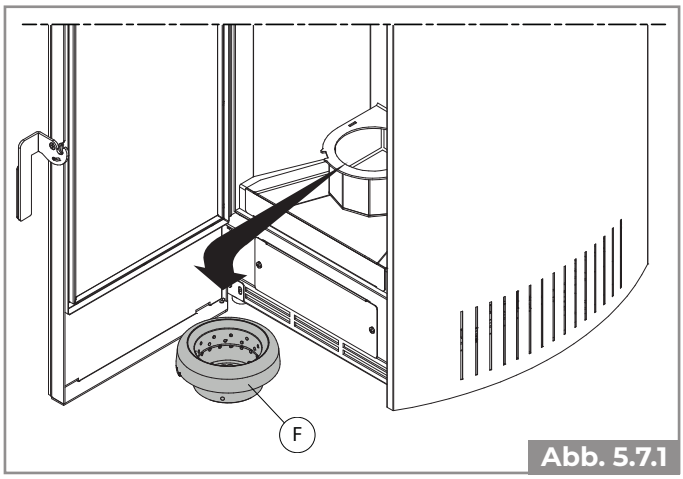
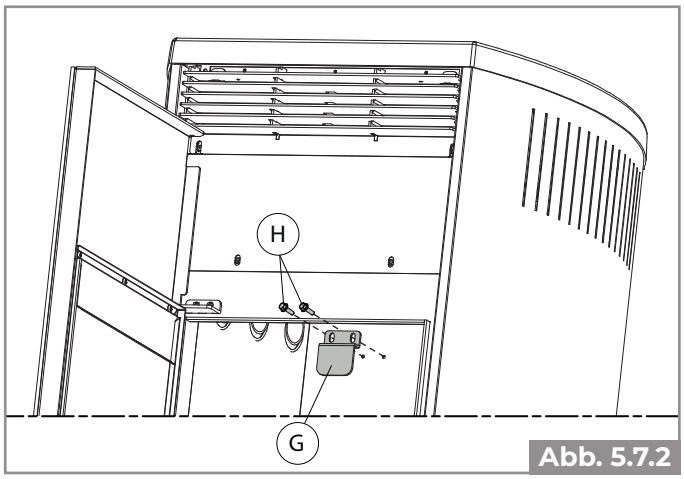

Abb. 5.7.1
Abb. 5.7.2
- Öffnen Sie die Tür, entfernen Sie das Kohlenbecken F (**Abb. 5.7.1**) und den Befestigungsbügel G, indem Sie auf die beiden Schrauben H einwirken (**Abb. 5.7.2**) verbinden;